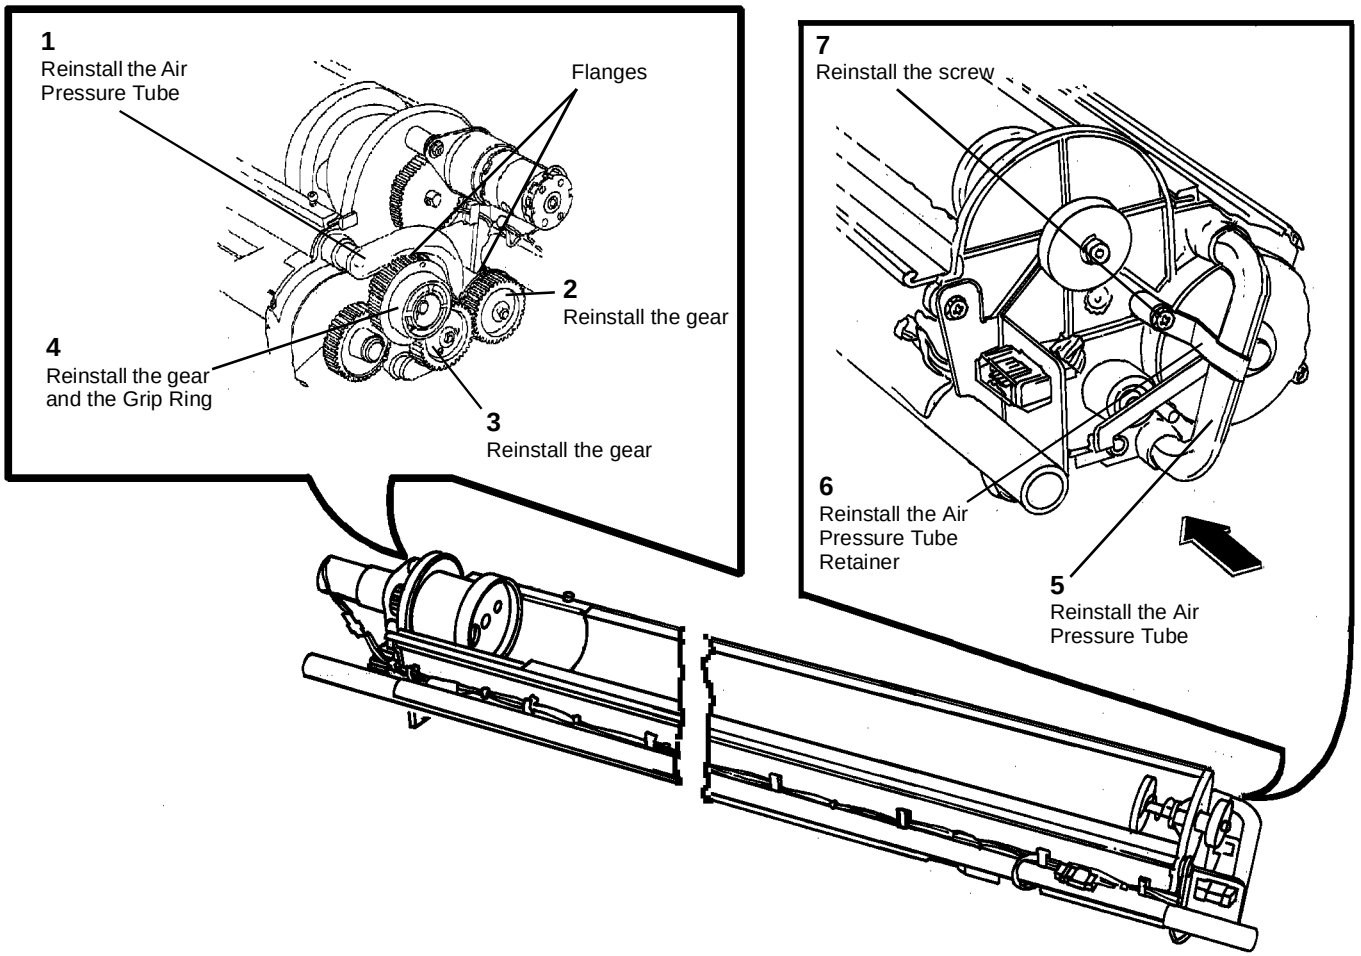

**Figure 5 Reinstalling the Air Pressure Tubes**
2. (Figure 5): Reinstall the Air Pressure Tubes.